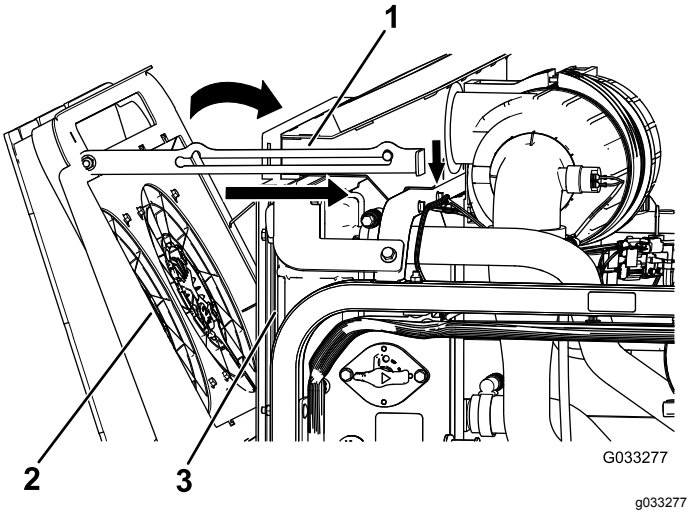

Figur 108
4. Rikta motorns kylfläktar framåt och fäst stöttan i skåran (Figur 108).